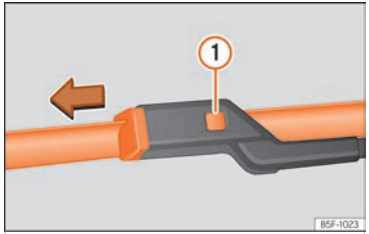

Fig. 193 Canvi de les escombretes de l'eixugaparabrises.
- Mantingueu premuda la tecla de desbloqueig ››› fig. 193 ① mentre estireu lleugerament l'escombreta en el sentit de la fletxa.